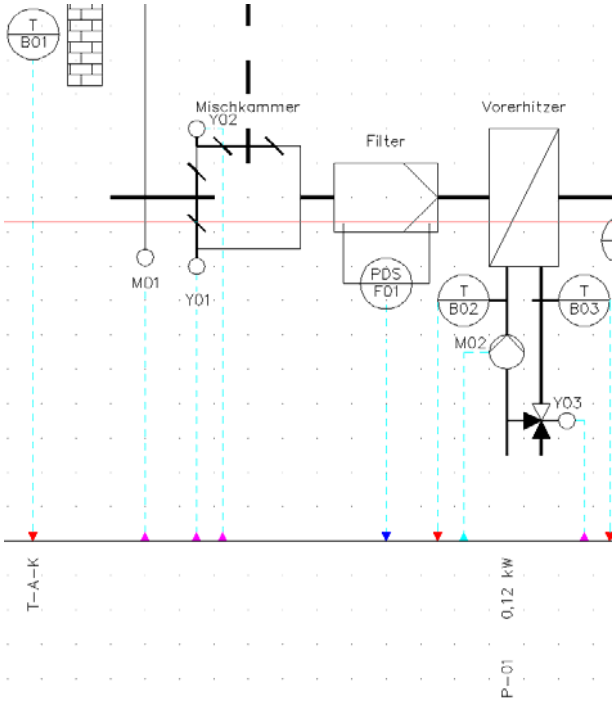

Bild 33.18 – Die Produktnummern wurden eingefügt
- Die Funktion durchsucht nun alle Geräte und fordert nacheinander die Einfügepunkte für die Textblöcke ab, wobei Geräte *ohne* Produktzuordnung übersprungen werden. Klicken Sie also nur auf die Datenpunktlinien der gestrichelt angezeigten Geräte (Abb. 33.18).